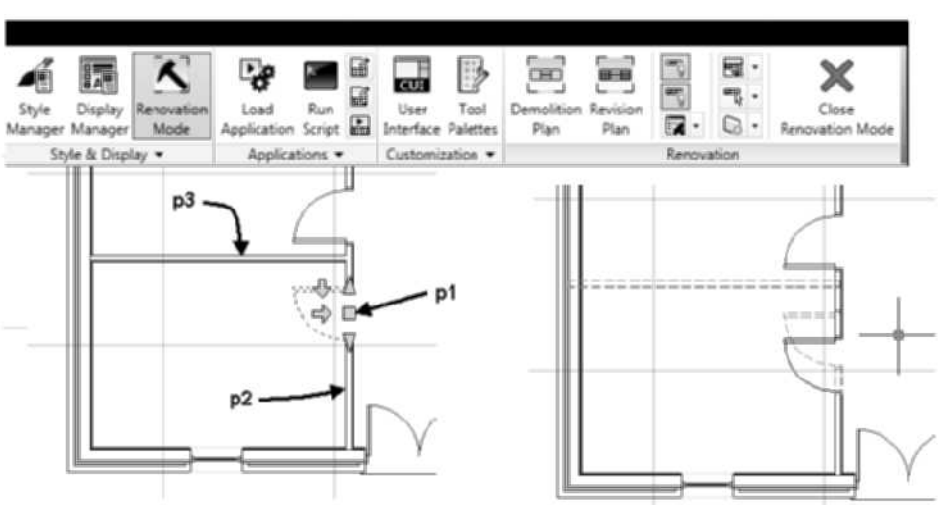

FIGURE 1.66 *Creating content for demolition and new categories*
7. Select the door at **p1** as shown in Figure 1.66. The door includes grips to edit the hinge, swing, size, and location of the door. Choose the square grip at p1 to change the door location, and drag the cursor toward **p2**.
9. Select the wall at **p3** as shown in Figure 1.66, right-click, and choose Basic Modify Tools > Delete. The display of the wall is represented by a dashed line.